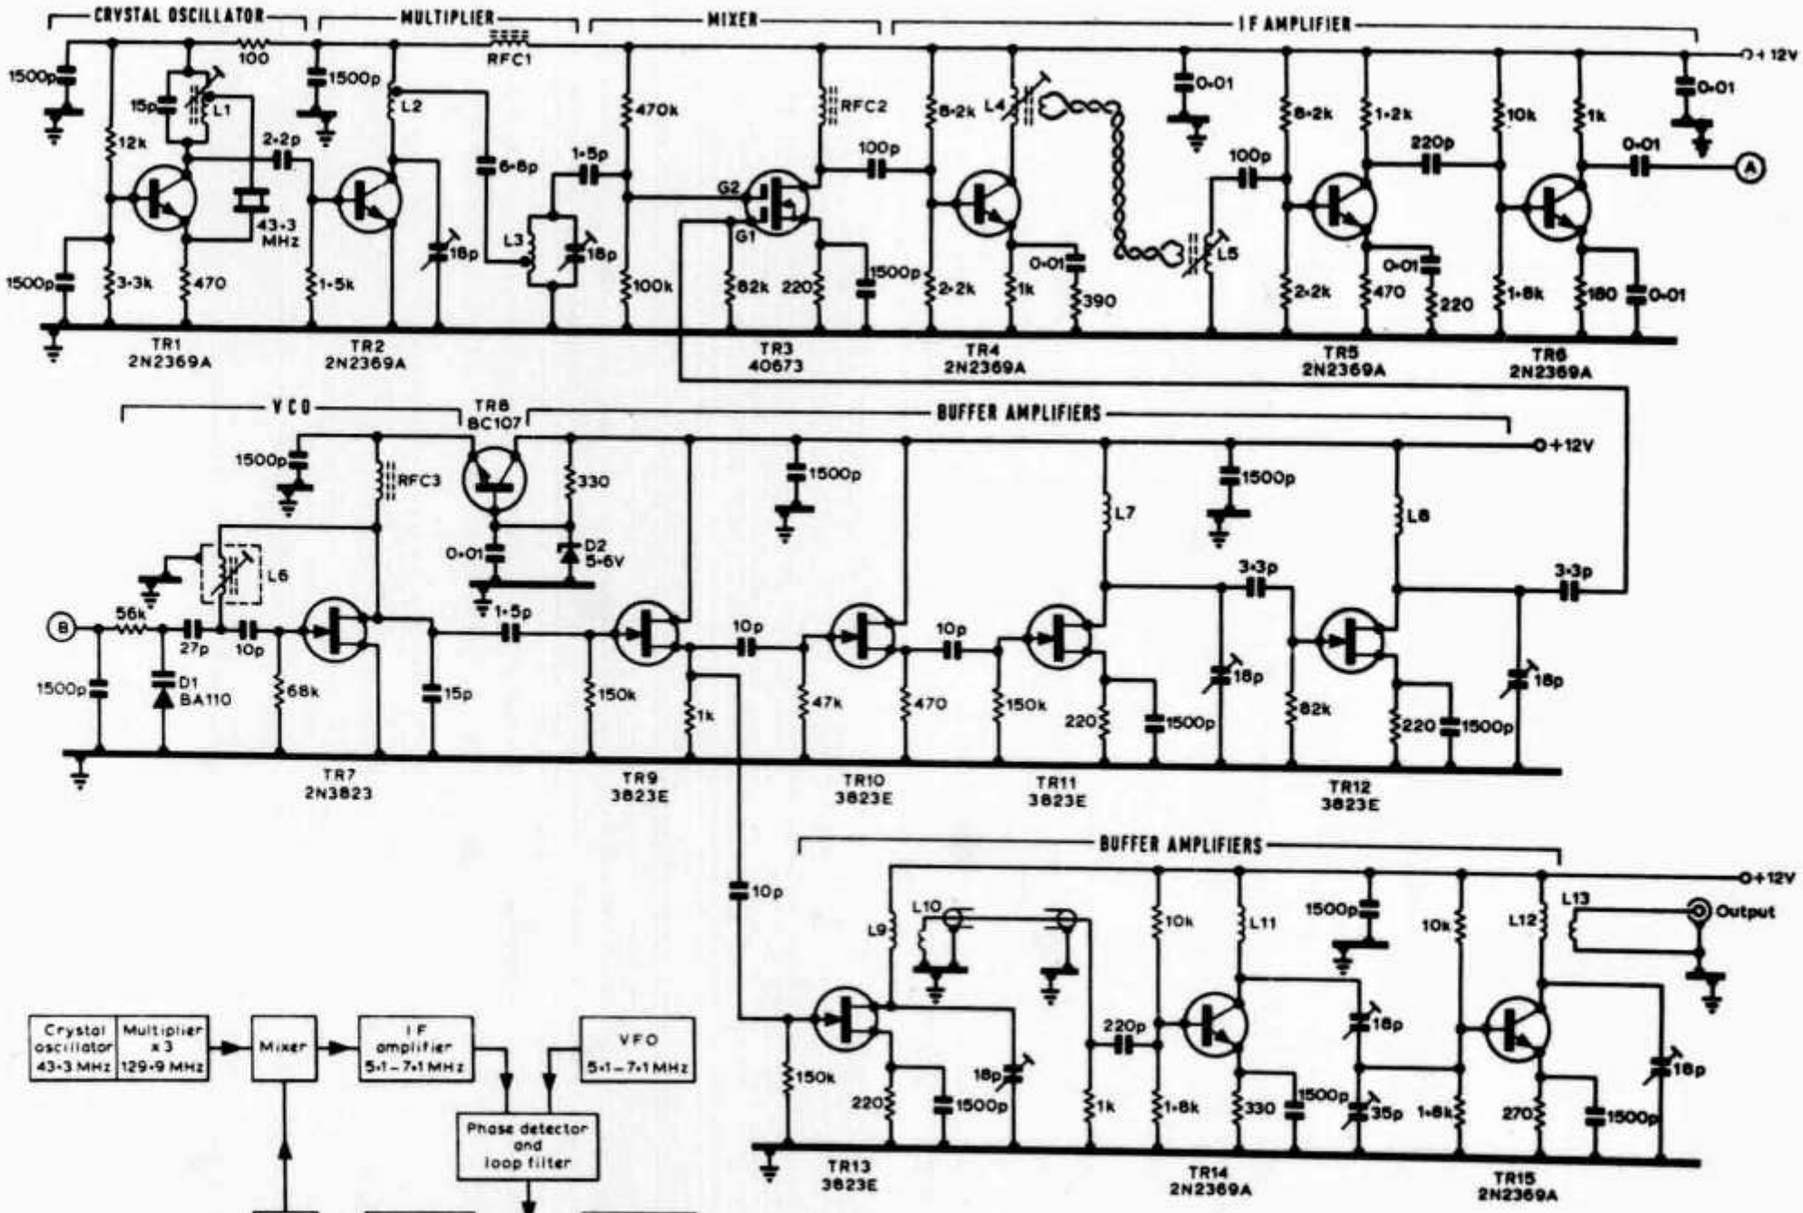
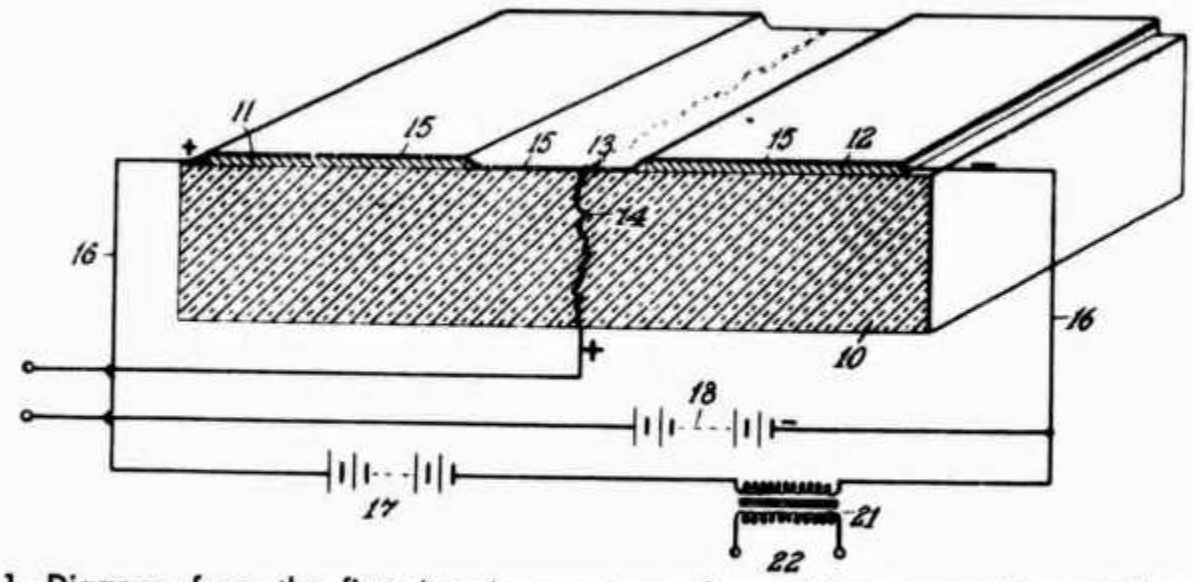

Fig 2. Circuit diagram of crystal oscillator/multiplier, mixer, i.f. amplier, vco, and buffer amplifiers
Fig. 1—Diagram from the first American patent of a solid-state amplifier. Call-outs are described in the article.
Lilienfeld filed in October 1926 for a patent on a "method and apparatus for controlling electric currents."[1] The illustration which accompanies the patent (fig. 1) shows a rectangular device with a frame of glass (10) divided in half by a piece of aluminum foil .0001 inch thick, (13) or (14). Two conductors (11) and (12) of copper, silver or gold lie on one surface of the glass, their edges near and parallel to the transverse break which holds the foil flush with the surface. (For reasons unknown Lilienfeld apparently envisioned a fracture rather than a smooth cut in which to sandwich the foil —perhaps he was afraid it would otherwise fall out.)
[1] Patent No. 1,745,175. Filed Oct. 8, 1926, dated Jan. 28, 1930. Figures 1 and 2 are reproduced from this patent.
Figure 2 shows the inventor's supposition of the relative voltage levels at all points in the direction of current flow with the device in operation, no signal applied. Portion *c* is the gradient of the voltage drop across the channel; *d* represents a positive bias high
Fig. 2—"Dimensional volt characteristics" of device of fig. 1. *d* is bias value on the *volts* scale. *a* minus *b* is the voltage drop across the film between contacts (11) and (12), shown as a gradient by portion *c*. The base line of the graph is obviously some arbitrary negative voltage.
enough to prevent clipping the negative peaks of a signal applied to the two terminals at the left of fig. 1. If the signal causes the voltage on the foil to go negative with respect to the potential at that point of the film, the foil will draw what we would call gate current since reverse bias would be lost. Battery (18) provides the bias.
Though Lilienfeld describes this setup aas two back-to-back diodes with one common element, (12), suggesting to modern readers the configuration of the bipolar junction transistor (12 would be the base), those microscopic short circuits of (12′) show that this design is merely a mechanical variant of principles applied to earlier efforts. (10) and (11) are electrically one, as are (11), (12) and (15) in fig. 1.
But even Lilienfeld's imagination fails the readers' test at points. It's not his fault that current semiconductor theory was lacking in the twenties, but it is certainly not to his credit that he mistakes Cu_2S for "copper disulfide" when it has always been copper or cuprous sulfide. It does not speak well of his scientific method that the graph of fig. 2, based on no empirical data, is beneath the scientific standards of the high school science fair projects of today. The graph suggests that he never built and tested the device he claims to have invented.